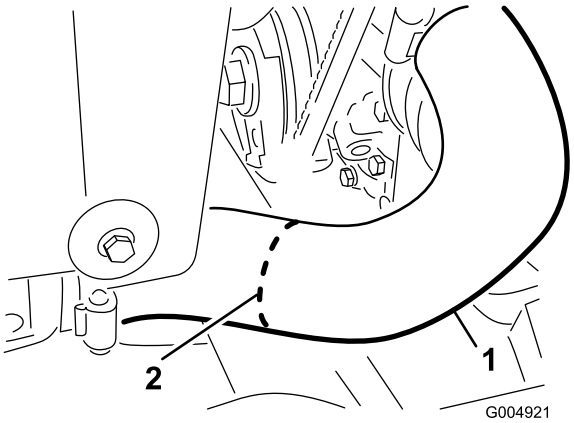

**Rysunek 11**
9. Przetnij na pół dolny przewód chłodnicy w miejscu oznaczonym białą linią, jak widać na Rysunek 11.